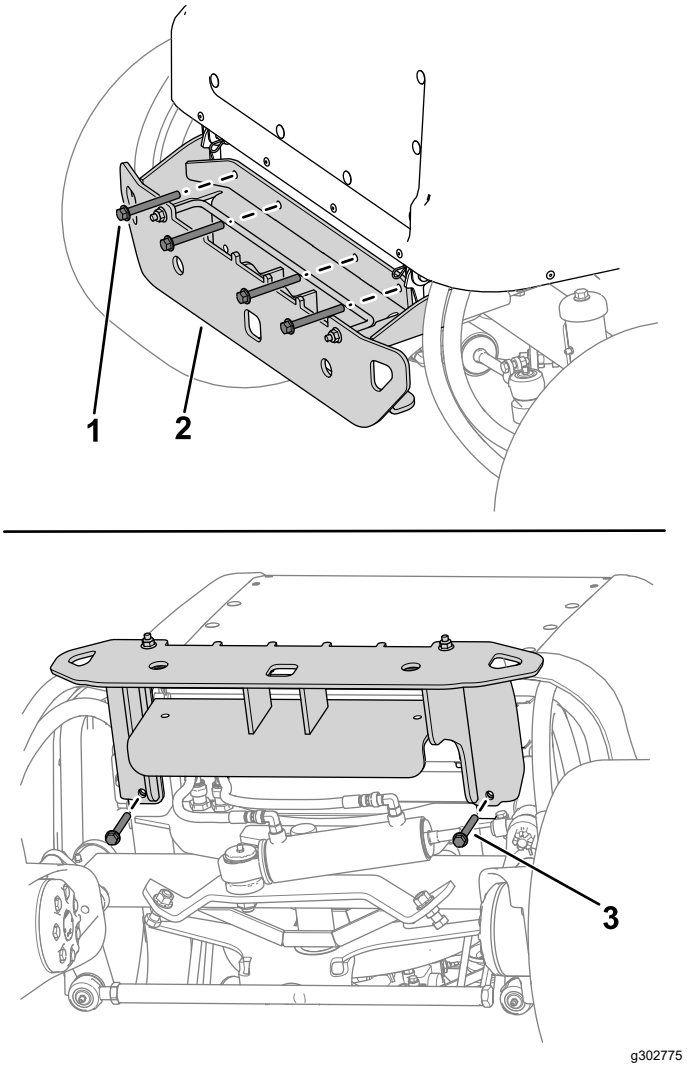

Figuur 14
2. Bevestig het bovenste gedeelte van de bumper losjes aan het machineframe; gebruik hierbij 4 bouten (⅜" x 3¼") en 4 moeren (⅜") zoals wordt getoond in Figuur 14.
3. Bevestig de bumper losjes onder het machineframe; gebruik hierbij 2 bouten (⅜" x 2¾") en 2 moeren (⅜") zoals wordt getoond in Figuur 14.